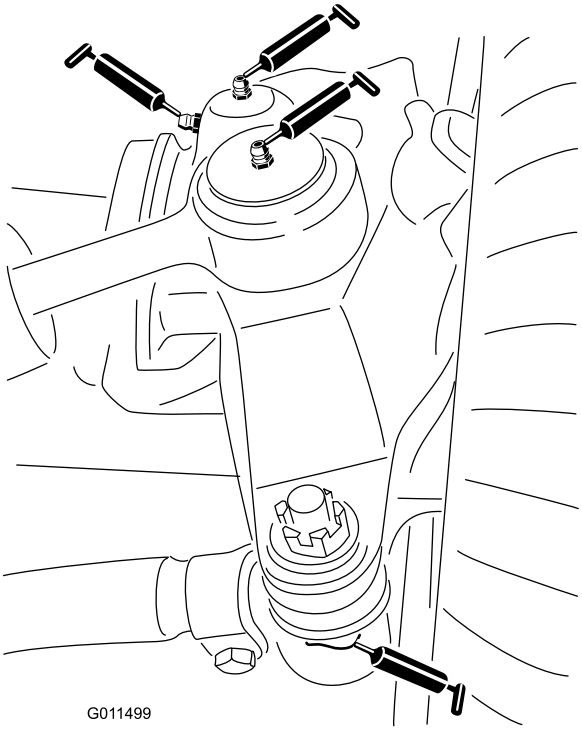

Рисунок 37
- Шаровые опоры гидроцилиндра рулевого управления (2 шт.) (Рисунок 37)
- Шаровые опоры стяжной тяги (2 шт.) (Рисунок 37)
- Втулки поворотного шкворня (2 шт.) (Рисунок 37). **Верхнюю масленку на поворотном шкворне следует смазывать только раз в год (2 качания смазочного шприца).**